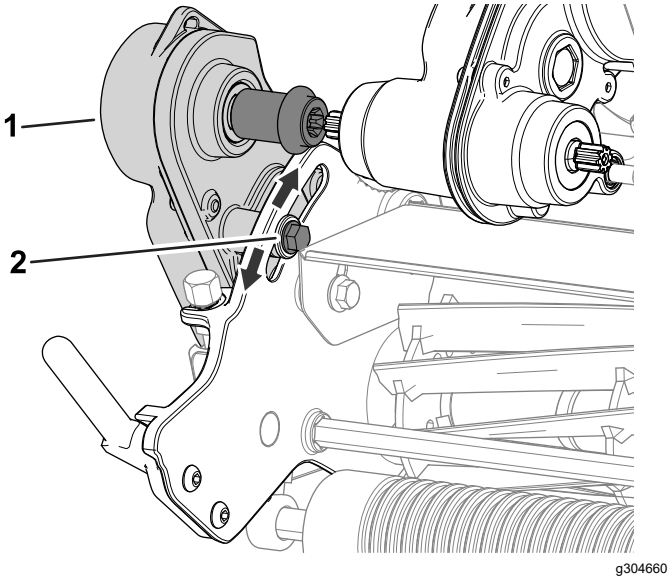

Figur 48
1. Lossa skruven enligt Figur 48.